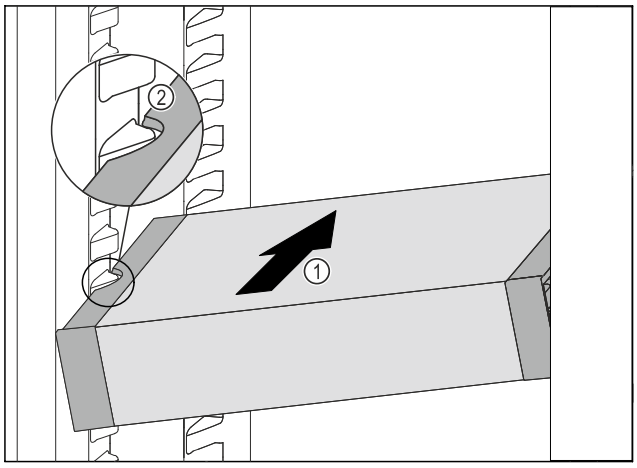

Fig. 191
▶ 将 VarioSafe 斜插入冷藏区中 *Fig. 191 (1)*，直至 VarioSafe 的 侧部凹槽 *Fig. 191 (2)* 与冷藏区中的容器肋梁持平。